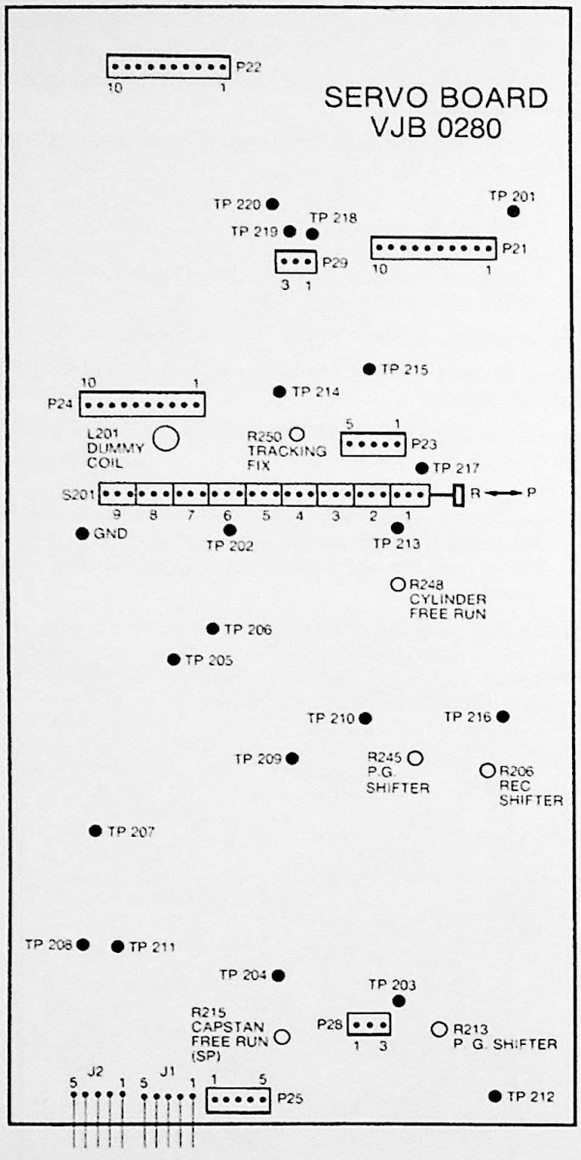

Figure 13. Servo Board
15. Connect the scope to TP 511. External trigger from TP 202 on the Servo board (Figure 13).
60-Hz Oscillator Frequency Confirmation (Figure 13)
1/2-Frequency Divider Multivibrator Confirmation (Figures 13, 17)
Control Head (A/C) Output Confirmation (Figures 13, 19)
Tracking Fix (Figures 13, 20)